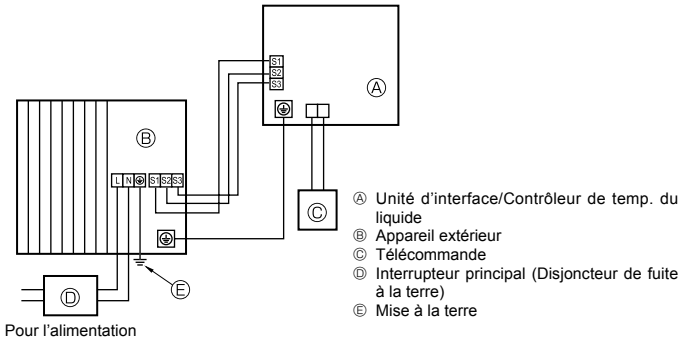
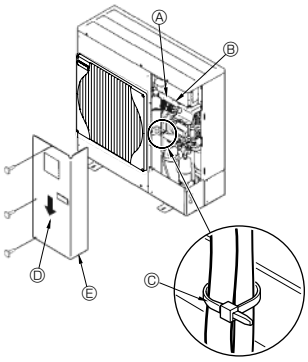

Fig. 6-1
Fig. 6-2
6.1. Appareil extérieur (Fig. 6-1, Fig. 6-2)
① Retirer le panneau de service.
② Effectuer le câblage conformément aux Fig. 6-1 et 6-2.